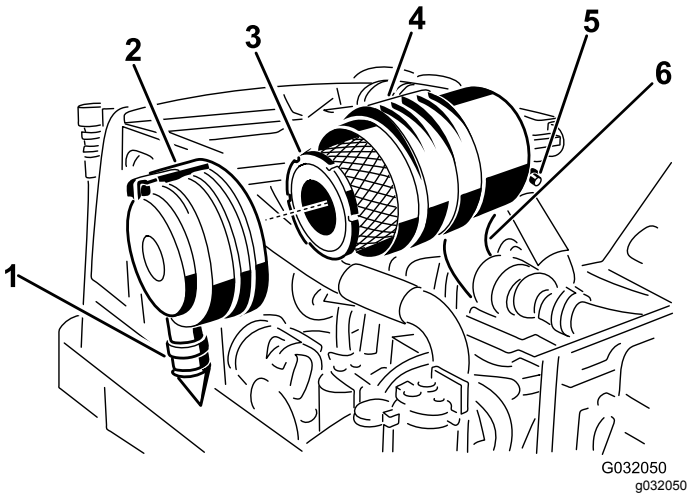

Figura 45
2. Togliete il filtro primario dell'olio (Figura 45).
3. Sostituite il filtro primario dell'olio (Figura 45).
7. Montate il coperchio con la valvola di uscita in gomma disposta in giù, in una posizione tra le ore 5 e le ore 7 vista dall'estremità e fissate il fermo (Figura 45).